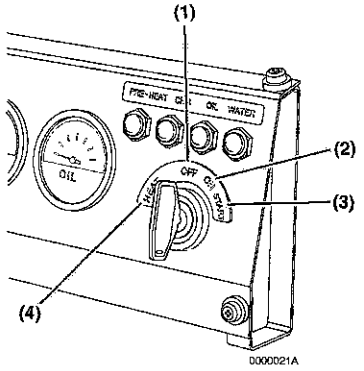
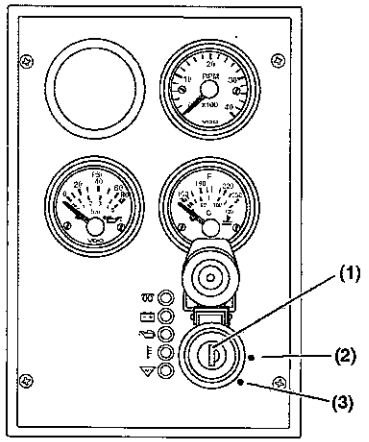

Figura 10
Figura 9
HEAT (RISCALDAMENTO) **(Figura 10, (4))**: ruotare la chiave in posizione HEAT (RISCALDAMENTO) per attivare il riscaldatore dell'aria aspirata. Quando si ruota la chiave su HEAT (RISCALDAMENTO) la spia lampeggerà per alcuni secondi. Quando la spia si spegne, sarà possibile ruotare la chiave in posizione START (AVVIAMENTO).
L'interruttore a chiave del quadro di controllo per l'operatore illustrato in **Figura 9** può essere ruotato in tre posizioni: OFF (SPENTO), ON (ACCESO) e START (AVVIAMENTO).
OFF (SPENTO) (chiave in posizione verticale) **(Figura 9, (1))** e **(Figura 10, (1))**: quando si ruota la chiave in questa posizione, il motore si spegne e viene interrotta l'alimentazione a indicatori e spie. In questa posizione è possibile inserire e rimuovere la chiave.
ON (ACCESO) **(Figura 9, (2))** e **(Figura 10, (2))**: questa è la posizione della chiave quando il motore è in funzione. Quando il motore non è in funzione, utilizzare questa posizione per alimentare indicatori, spie, pompa elettrica del carburante e dispositivi ausiliari.
START (AVVIAMENTO) **(Figura 9, (3))** e **(Figura 10, (3))**: ruotare la chiave in questa posizione per avviare il motore. Non appena il motore si avvia, rilasciare la chiave che ritornerà automaticamente alla posizione ON (ACCESO). Alcuni interruttori a chiave sono dotati di una funzione che impedisce di ruotare la chiave in posizione START (AVVIAMENTO) quando il motore è in funzione. Quando si utilizza un interruttore a chiave di questo tipo, non sarà possibile ruotare la chiave in posizione START (AVVIAMENTO), senza prima ruotare la chiave in posizione OFF (SPENTO).
L'interruttore a chiave del quadro di controllo per l'operatore illustrato in **Figura 10** può essere ruotato in quattro posizioni: OFF (SPENTO), ON (ACCESO), START (AVVIAMENTO) e HEAT (RISCALDAMENTO).